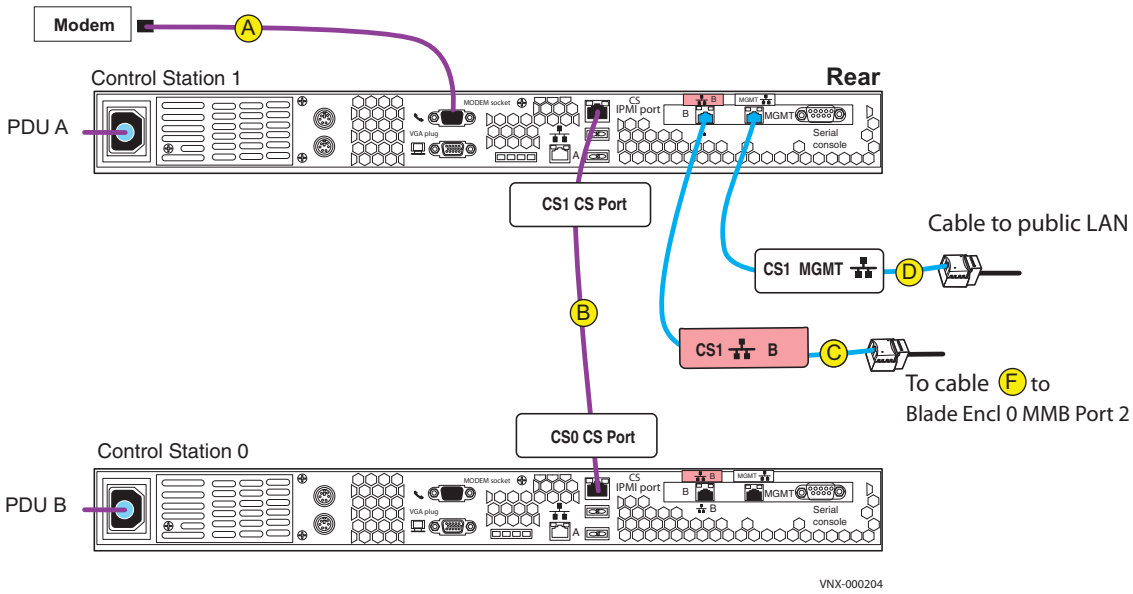

**Figure 17** Cabling CS1 to modem and public LAN
2. Connect CS1 to the customer modem, if applicable as shown in Figure 17. (A)
3. Connect CS1 Intelligent Platform Management Interface (IPMI) to CS0. (B)
4. Connect your public LAN via a CAT5e or better Ethernet cable (customer supplied) to the CS1 MGMT extension cable. (D)